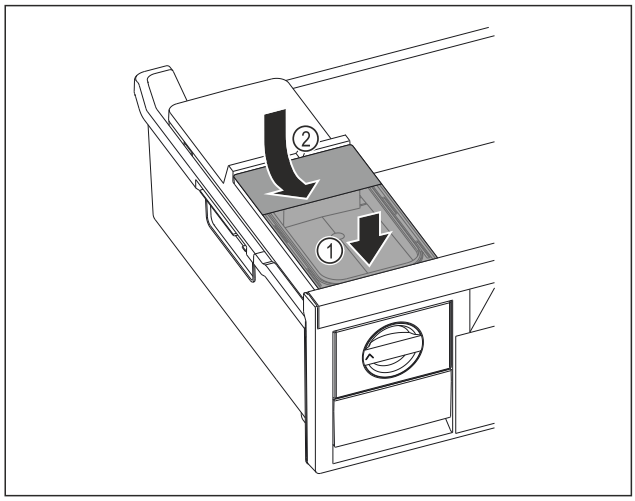

Fig. 111
- ▶ Установите бак для воды спереди. *Fig. 111 (1)*
- ▶ Опустить бак для воды сзади. *Fig. 111 (2)*